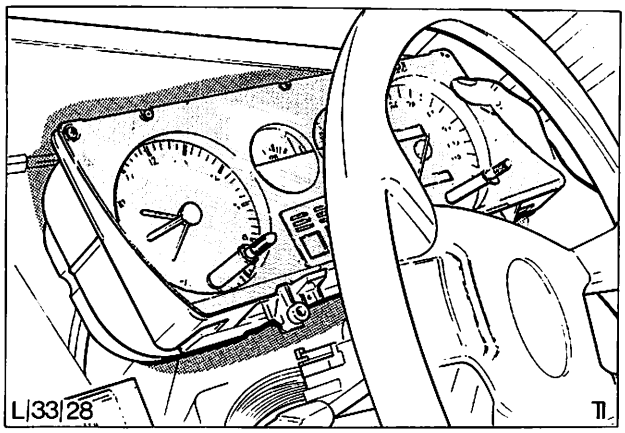

Abb. 13 Kombi-Instrument ausbauen
5. Befestigungsschrauben des Kombi-Instruments lösen und Kombi-Instrument komplett wegziehen, Abb. 13.